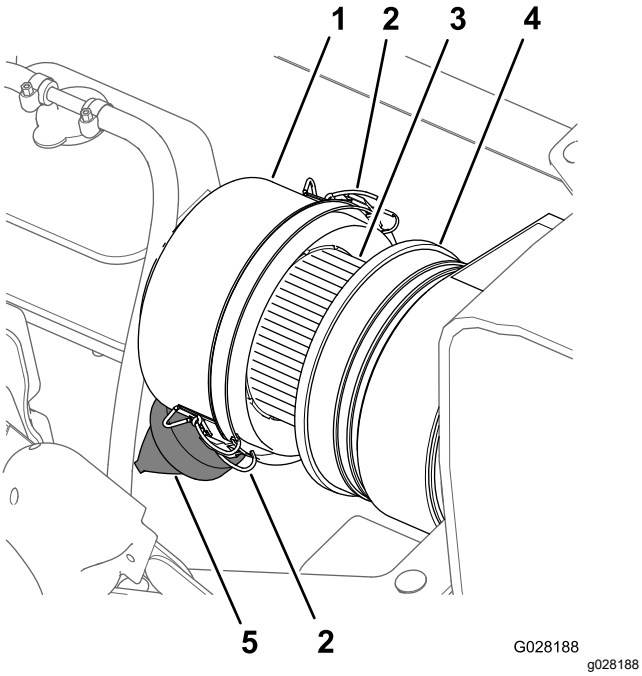

Bild 71
3. Reinigen Sie den Staubdeckel und das Luftfiltergehäuse (Bild 71).
4. Prüfen Sie das Gehäuse des Luftfilters auf Schäden, die eventuell zu einem Luftleck führen könnten (Bild 71).
5. Drücken Sie das Staubventil zusammen, um Schmutz, Staub und Rückstände zu entfernen (Bild 71).
7. Überprüfen Sie den Luftfiltereinsatz auf starke Staub, Schmutz- oder Rückstandsansammlungen (Bild 71).
8. Setzen Sie den Staubdeckel auf das Luftfiltergehäuse und befestigen den Deckel mit den zwei Riegeln (Bild 71).
2. Reinigen Sie den Staubdeckel und das Luftfiltergehäuse (Bild 71).
6. Wischen Sie die Innenseite des Staubdeckels, des Luftfiltergehäuses und des Staubventils mit einem feuchten Lappen ab (Bild 71 und Bild 72).